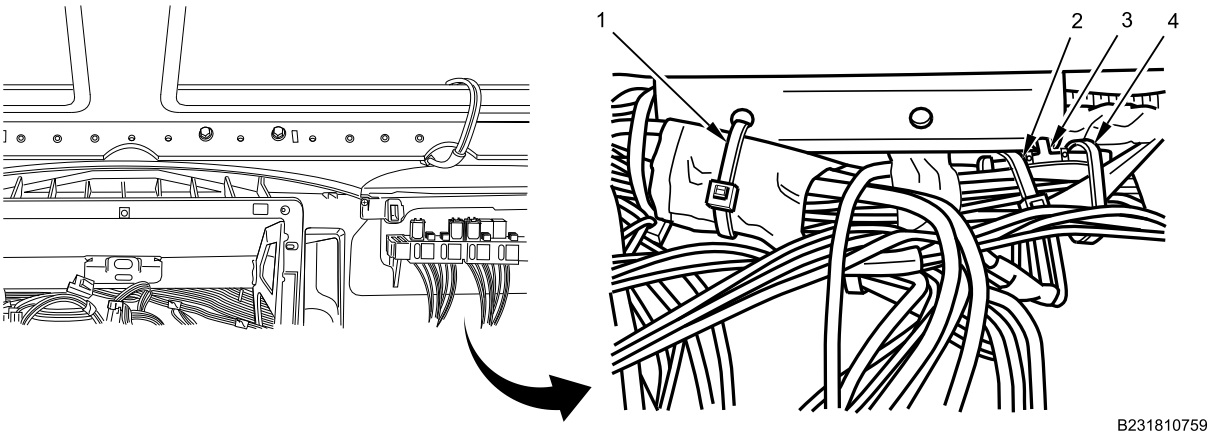

Figure 10. IP Wiring Harness Cable Lock Straps.
15. Remove left wiring harness cable lock strap (Figure 10, Item 1) from IP wiring harness bundle and IP brace bracket through IP right side closeout opening. Discard cable lock strap.
16. Remove two right wiring harness cable lock straps (Figure 10, Item 2 and 4) from IP wiring harness bundle and IP brace bracket clip (Figure 10, Item 3). Discard cable lock straps.